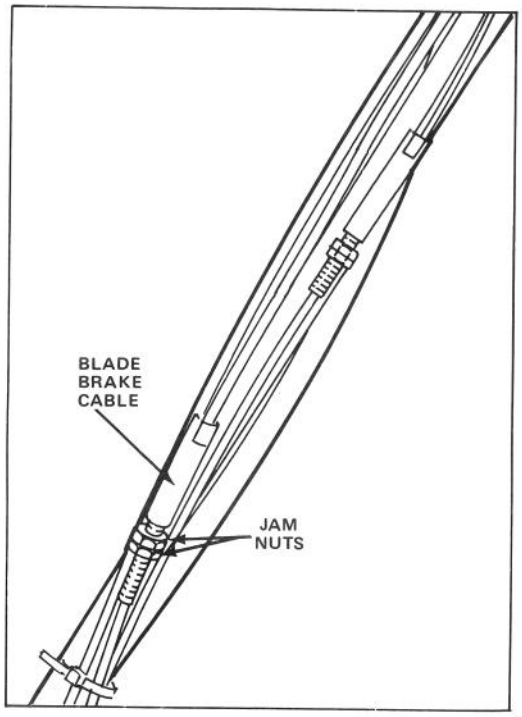

Figure 25
5. To adjust, loosen bottom jam nut on blade brake cable (Fig. 25) and adjust top jam nut until spring dimension is as near as possible to but not less than 1". (See note below).